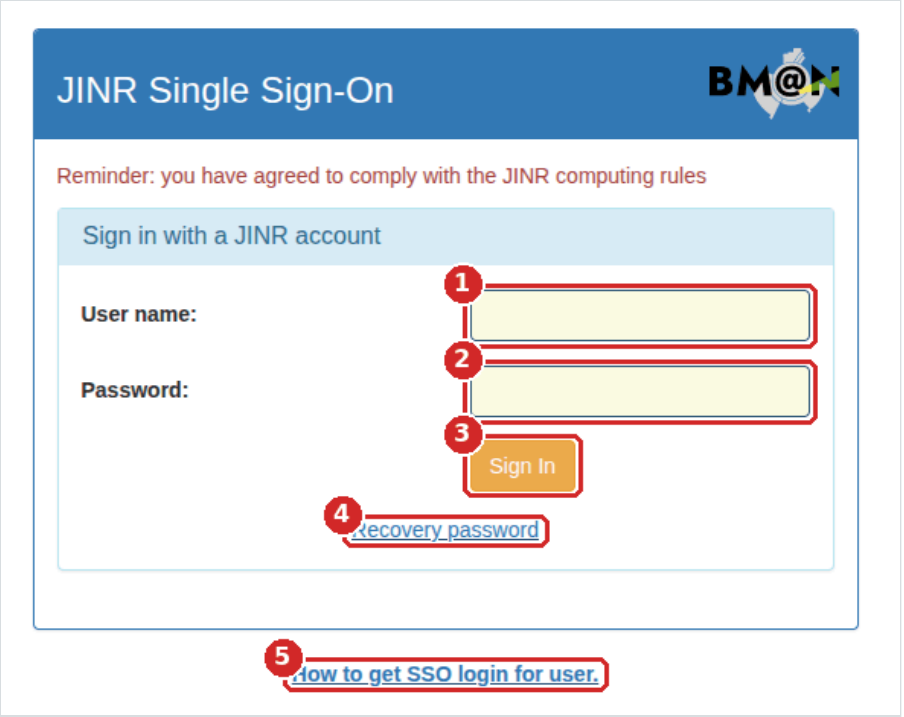

Рисунок 5. Страница JINR Single Sign-On: (1) User name, (2) Password, (3) Sign In, (4) Recovery password, (5) How to get SSO login for user
1. Нажмите **LOGIN** справа на верхней панели (2 на рисунке 4) или ссылку **login** в тексте главной страницы (3).
2. Откроется страница **JINR Single Sign-On** (рисунок 5). В блоке **Sign in with a JINR account** введите **User name** (1) и **Password** (2) вашей учётной записи ОИЯИ и нажмите **Sign In** (3).